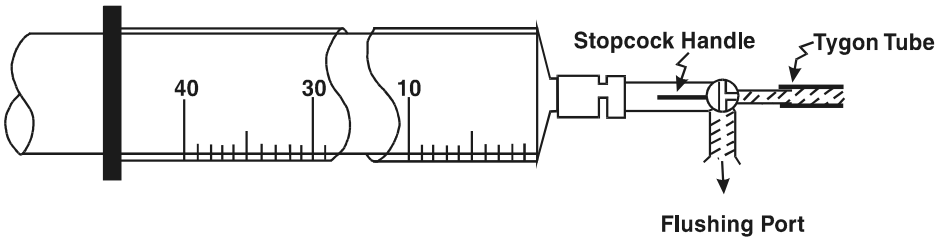

Figure 26.—Sample Syringe (Flushing).
- Install the glass sample syringe on the short piece of ⅛-inch tubing. Turn the stopcock handle on the syringe so that the handle points toward the syringe. **Note: The handle always points toward the closed port.** The other two ports are open to each other. See figure 26.